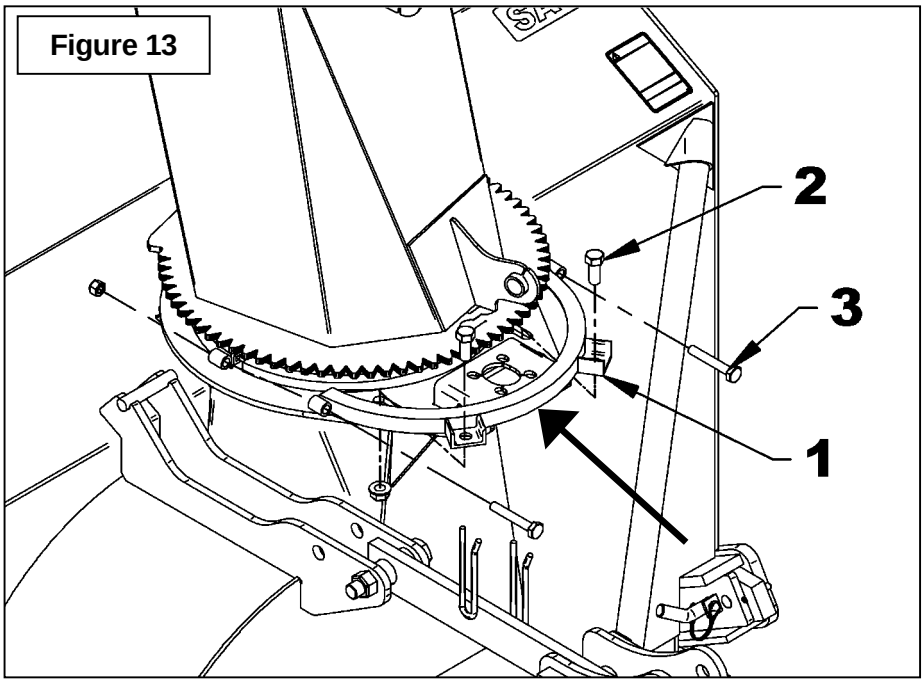

Figure 13
6. **Figure 13:** Install the retaining plate (item 1) on the snowblower by bending each bushing end inside the retaining plate. Align the vertical holes of the retaining plate with the oblong holes (fig.7a) and fix with the two 5/8" x 1 1/2" bolts (item 2) and 5/8" serrated flange nuts. Do not tighten.
7. **Figure 13:** Insert two 1/2" x 3 1/4" bolts (item 3) to join together the two retaining plates. Hit slightly the two bolt heads with a hammer in alternation to bring the two retaining plates closer together. If the retaining plate moves back after hitting it, screw in the 5/8" x 1 1/2" bolts (item 2) slightly. When the bolt ends (item 3) exceed the holes enough, secure with two 1/2" nylon insert lock nut until the two retaining plates are approximately 1/4" apart.
8. **Figure 13:** Tighten the 1/2" x 3 1/4" bolts (item 3) to reduce the gap between the retaining plates until chute turns with a slight resistance.
9. **Figure 13:** Tighten the two 5/8" x 1 1/2" nuts (item 2) securely according to the ***Torque Specification Table*** at the end of the manual.